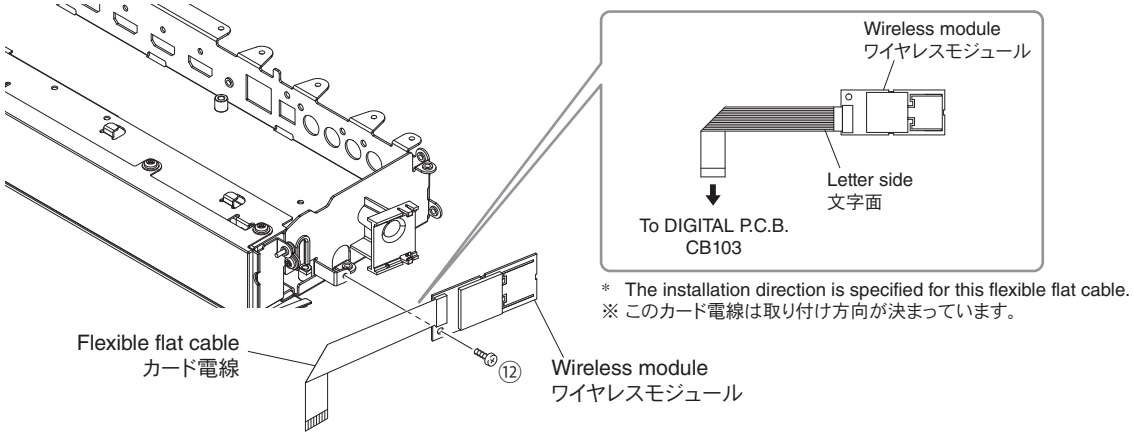

Fig. 6
9. Removal of Wireless Module (Fig. 6)
a. Remove screw (⑫).
9. ワイヤレスモジュールの外し方（Fig. 6）
a. ⑫ のネジ 1 本を外します。